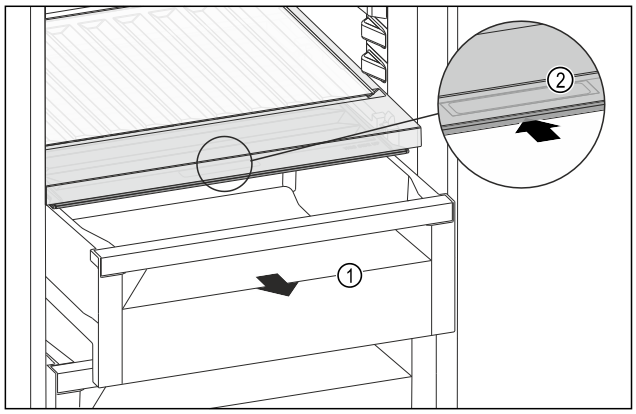

Fig. 220
▶ 拉出抽屉 *Fig. 220 (1)*。
▶ 抓住抽屉盖上的内嵌式拉手 *Fig. 220 (2)*，并同时向后推入抽屉盖。